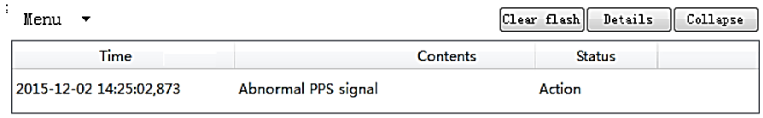
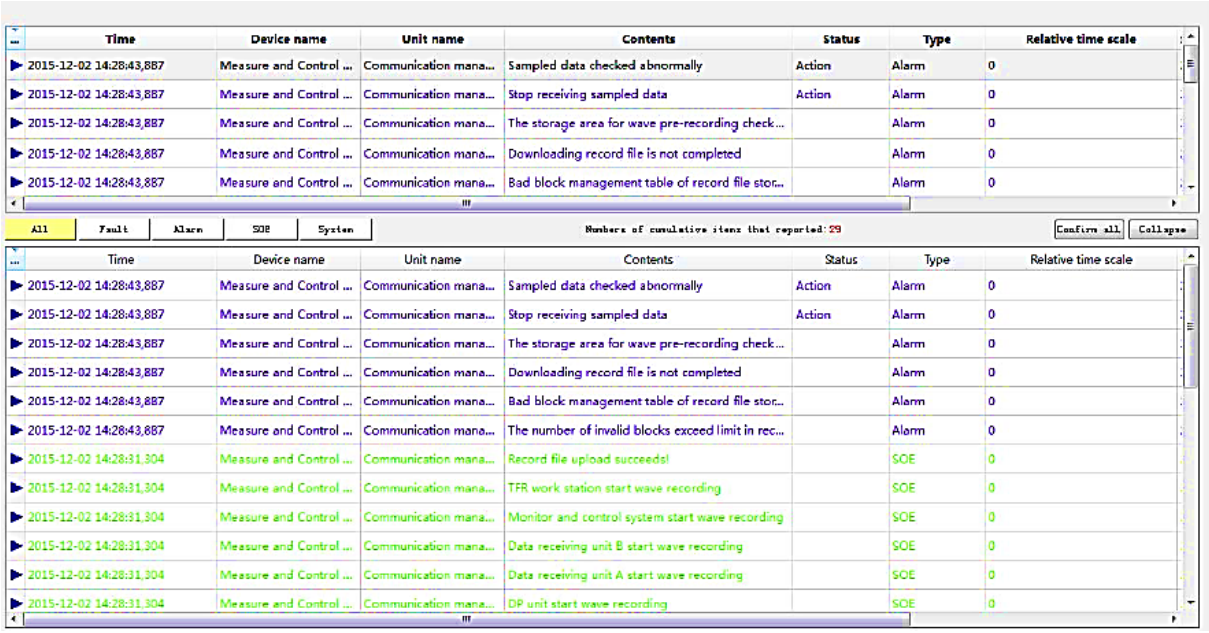

Figure 3-11: information prompt interface
Figure 3-12: Main interface of real-time event information
① **Maximize the window** ---- To show all of the information with different colors and types. As shown in **Figure 3-12** main interface of real-time event information.
② **Status prompt window** ----- To remind there is new information by a flashing window.
③ **Minimized windows** ----- display the latest information content and flashing. As shown in Figure 3-11 information prompt interface.
The main interface is divided into two parts as shown in **Figure 3-12** main interface of real-time event information, the upper screen interface and lower screen interface: